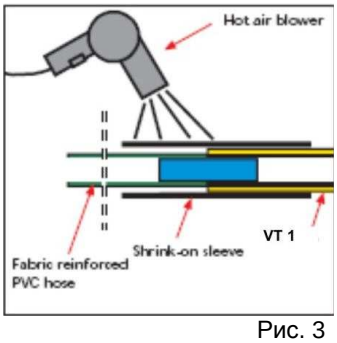

Рис. 3
- Термоусадочная трубка надевается на соединение ПВХ трубки и инъекционного шланга SikaFuko® VT 1, после чего нагревается горячим воздухом. Трубка усаживается и плотно удерживает место соединения. (рис.3)